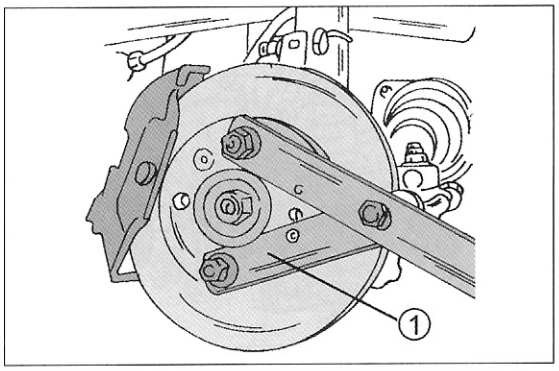

Bild 213
- Die Mutter der Achswelle lockern. Die Mutter nicht bei angehobenem Fahrzeug und Betätigen der Bremse lösen, es sei denn, man hat einen geeigneten Gegenhalter, wie man ihn in Bild 213 sehen kann. ***Siehe obige Warnung!***
- Die Gewinde am Ende der Achswelle mit „Loctite"-Gewindesicherungsmittel einschmieren und eine neue Achswellenmutter auf die Welle schrauben, ohne sie vollkommen anzuziehen, es sei denn, man hat das in Bild 213 gezeigte Werkzeug zum Gegenhalten zur Verfügung. Andernfalls: